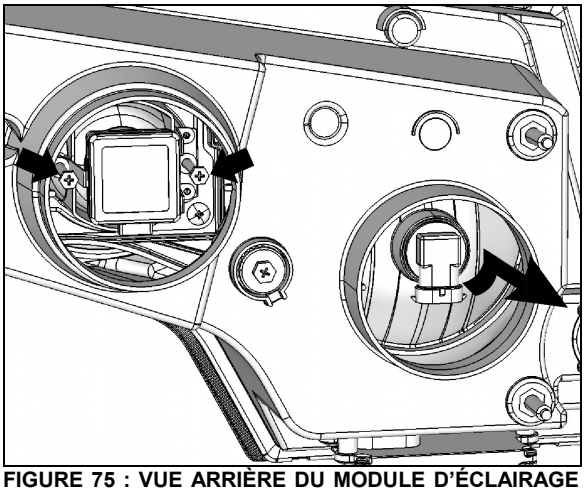

FIGURE 75 : VUE ARRIÈRE DU MODULE D'ÉCLAIRAGE AVANT
5. HALOGÈNE : tourner la base de l'ampoule dans le sens antihoraire. XÉNON : dévisser les vis cruciformes indiquées par les flèches, tirer le dispositif de retenue et retirer l'ampoule (**FIGURE 75**).